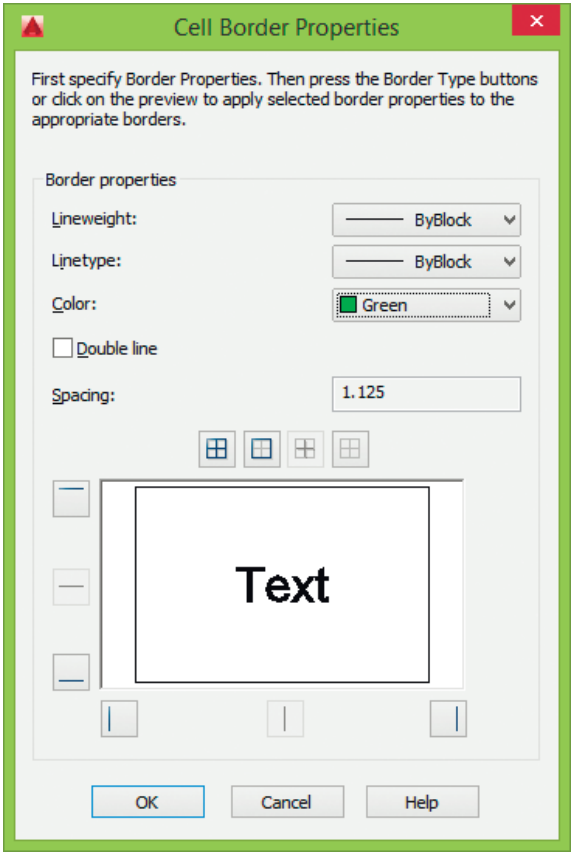

Рис. 10.36. Диалоговое окно определения свойств границ ячеек
- **Borders...** – загрузка диалогового окна определения свойств границ ячеек **Cell Border Properties** (рис. 10.36), в котором определяются свойства границ: **Lineweight:** – вес